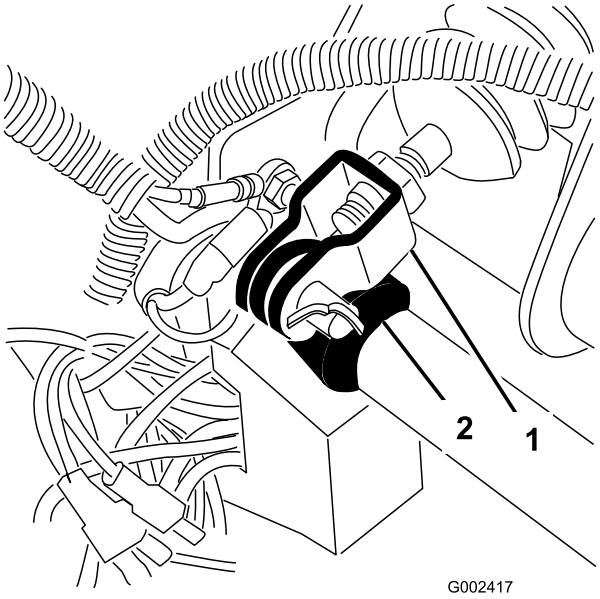

Figuur 62
1. Verwijder de R-pen en de gaffelpen, waarmee de gaffel van de hoofdremcilinder is bevestigd aan het draaipunt van het rempedaal (Figuur 62).